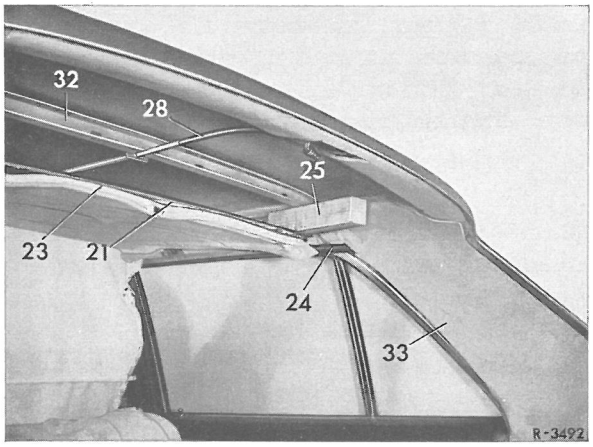

Fig. 78-1/1o
10 Dæmpningsmaterialet (23) langs skydetagsrammens(21) bagaksel løsnes(fig.78-1/10).